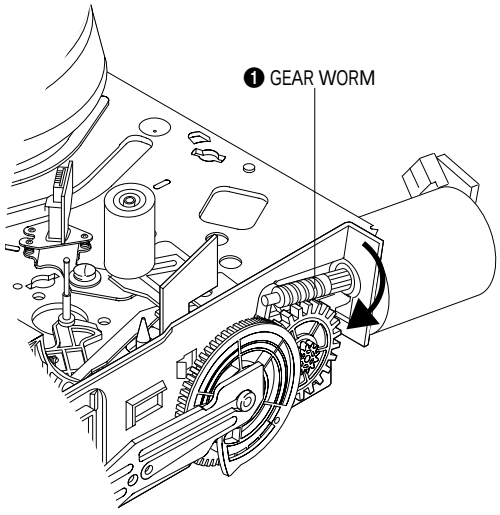

Fig. 1-33
3) Rotate Gear Worm ❶ clockwise using screw driver again up to the state of eject mode and then pick out the tape.(Refer to Fig.1-33)